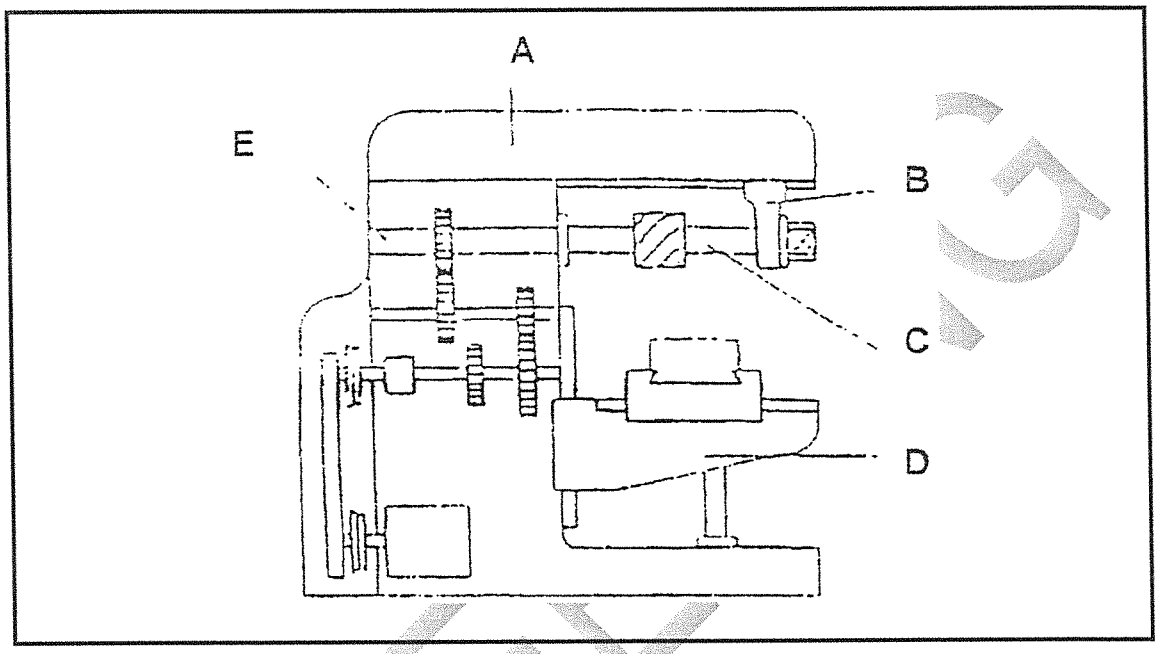

FIGURE 4 (5)
14.1 Write only the names of the components of the milling machine (FIGURE 4) next to the letters (A–E) in the ANSWER BOOK.